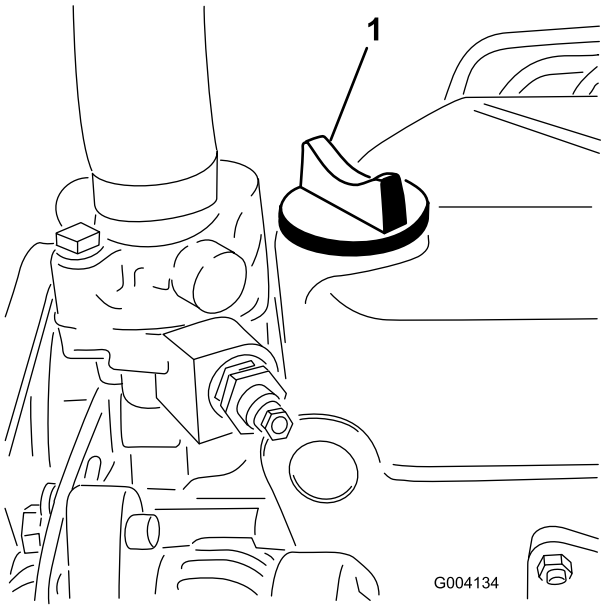

Figur 24
5. Om oljenivån inte når upp till markeringen Full på oljestickan, ska du ta bort påfyllningslocket (Figur 24) och fylla på olja tills nivån når upp till markeringen. **Fyll inte på för mycket.**